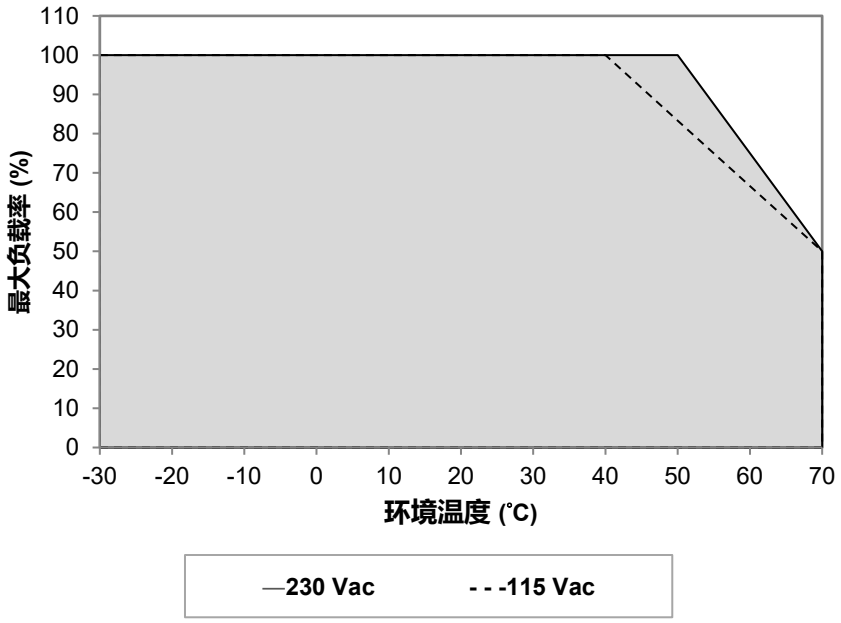

**图. 1　垂直安装降额**
1. 电源如果持续在降额曲线以外区间使用，可能导致零部件降级或损坏，具体参照图 1 所示图表。